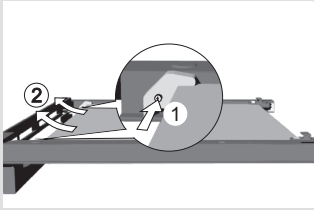

рис. 3
- Чтобы снять внутреннее третье стекло (в некоторых моделях), открутите винты на прокладках с левой и правой стороны (рис. 3). Снимите стекло (в направлении стрелки 2).